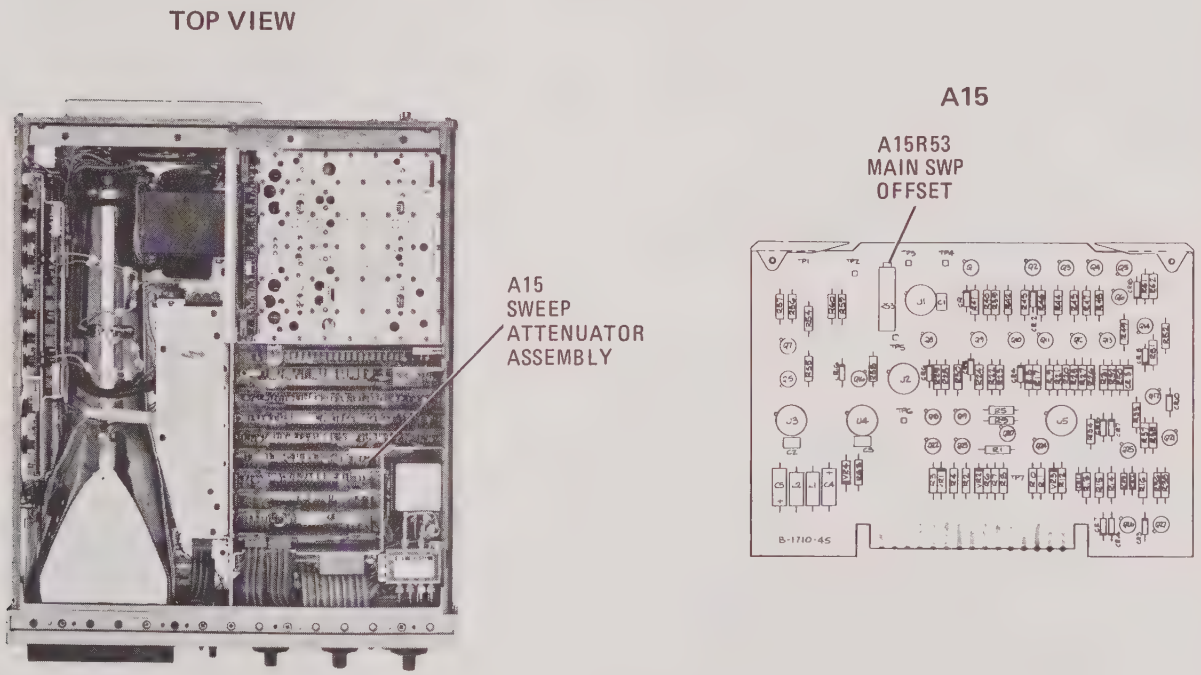

Figure 5-41. Sweep Attenuator Adjustment Location
e. Switch FREQUENCY SPAN/DIV to 5 MHz and adjust A15R53 MAIN SWP OFFSET (Figure 5-41) to center 100 MHz signal on CRT display.